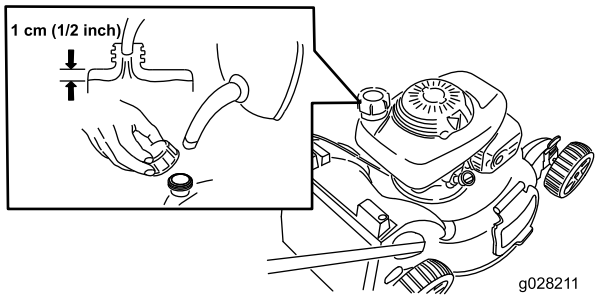

Figur 15
1. Rengør området omkring brændstoftankens dæksel, og fjern dækslet fra tanken (Figur 15).